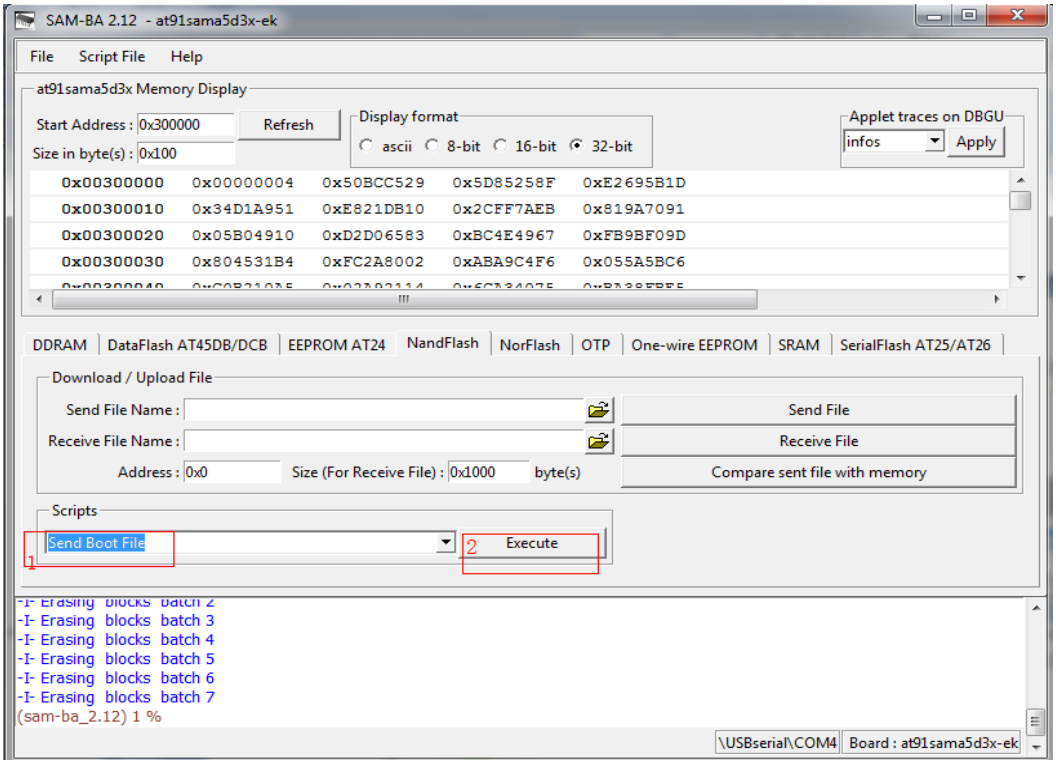

Figure 3-10
④ Download [boot. bin] refer to figure 3-10 and 3-11: